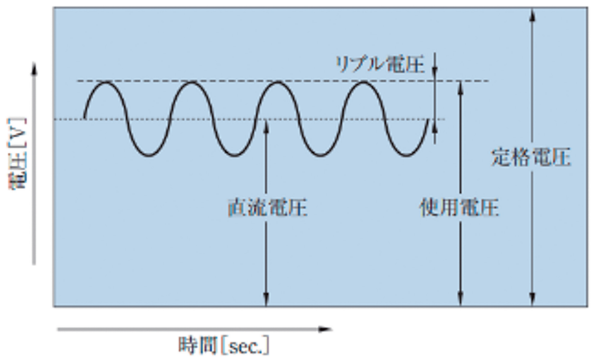

図 2. 定格電圧、使用電圧、直流電圧、リプル電圧の説明図
- 図 2 のように直流電圧とリプル電圧の和の尖頭値が、定格電圧を超えないようにしてください。